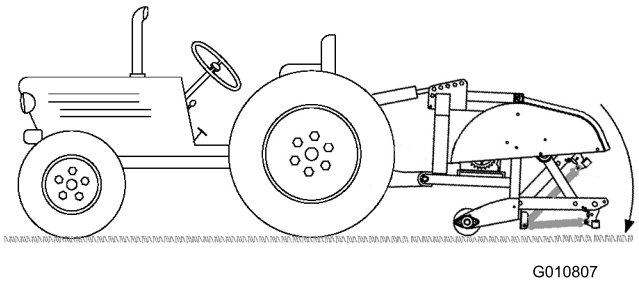

Figur 14
4. Senk luftemaskinen til bakken og forleng til den hydrauliske toppleddsylinderen eller øvre ledd så langt som mulig (Figur 14).